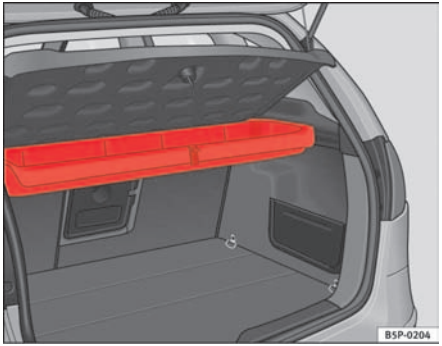
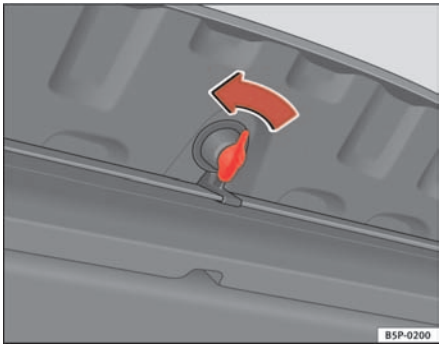

Fig. 117 Warning triangle storage under the rear cover
Fig. 118 Opening the storage compartment
The warning triangle* is located in a stowage box under the luggage compartment cover ⇒ page 143, fig. 117. To open this storage compartment, turn the knob 90° fig ⇒ page 143, fig. 118.
– Open the storage compartment by turning the knob 90° ⇒ page 143, fig. 118.